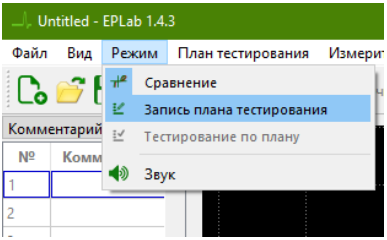

Рисунок 4.29 - Пункт меню «Запись плана тестирования» ПО EPLab.
2. Перейдите в запись плана тестирования, для этого выберите пункт меню **Режим ► Запись плана тестирования** (рис. 4.29) или нажмите на иконку на верхней панели.